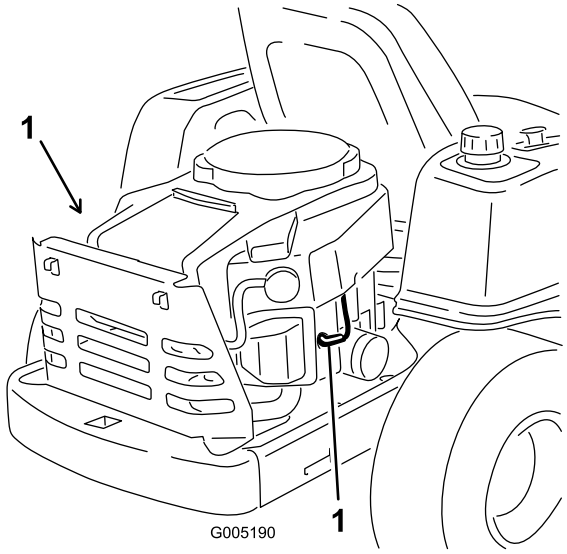

Bild 35
Ziehen Sie die Kerzenstecker ab (Bild 35).
3. Drücken Sie den Stecker auf die Zündkerze (Bild 35).